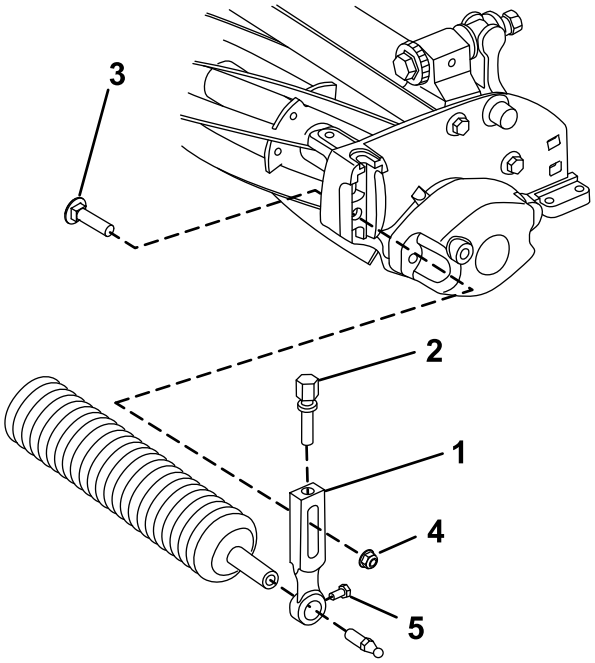

图 3
1. 卸下将其中一个剪草高度臂固定至滚刀组侧板的防松螺栓及凸缘锁紧螺母图 3。
2. 旋松剪草高度臂上的滚筒安装螺丝图 3。
3. 将滚筒轴滑入滚刀组另一端上的剪草高度臂中图 3。
4. 将剪草高度臂滑到滚筒轴上图 3。
5. 用之前卸下的剪草高度臂和紧固件将滚筒松松地固定到滚刀组上图 3。
7. 拧紧滚筒安装螺丝图 3。